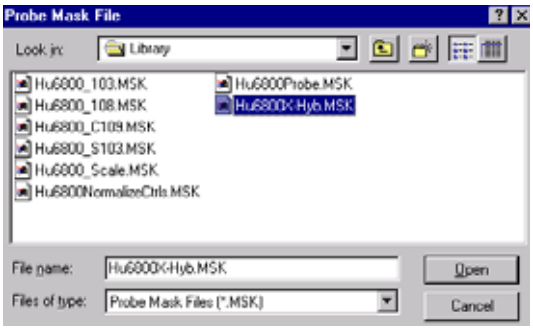

Figure G.11
⇒ The Probe Mask File dialog box appears **(Figure G.11)**.
2. Double-click the cross hybridization probe mask file (.msk) you wish to edit **(Figure G.11)**.